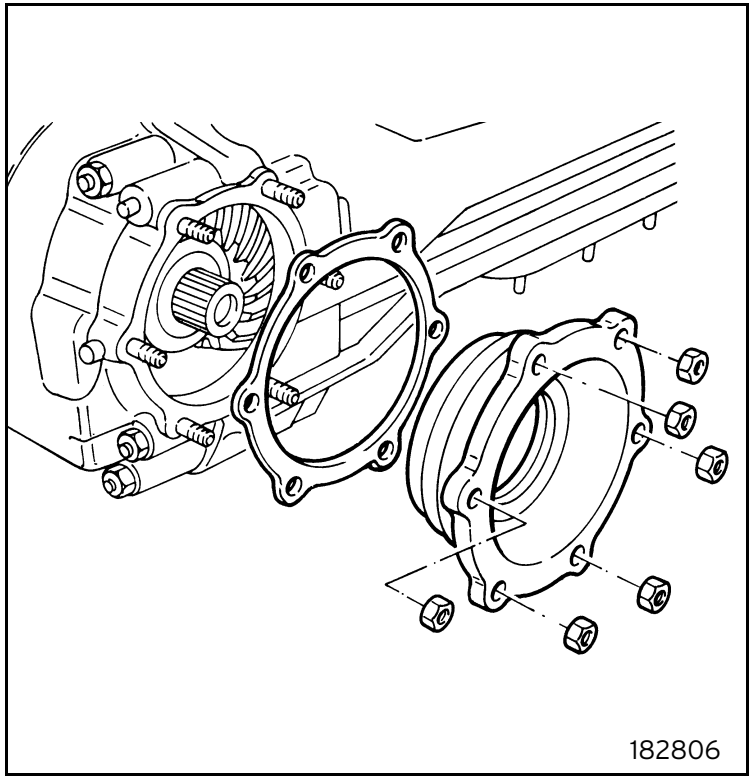

Fig. 6
- Loosen the fastening nuts and remove the bearing pre-load flange with the respective adjustment shims (figure 6).